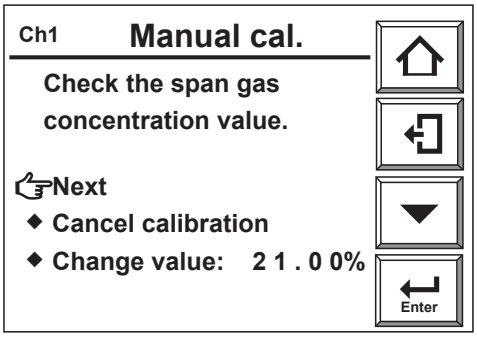

Figure 7.11 Span Calibration setup
6) Select [Span calibration] and touch the Enter key. A display like Figure 7.11 appears.